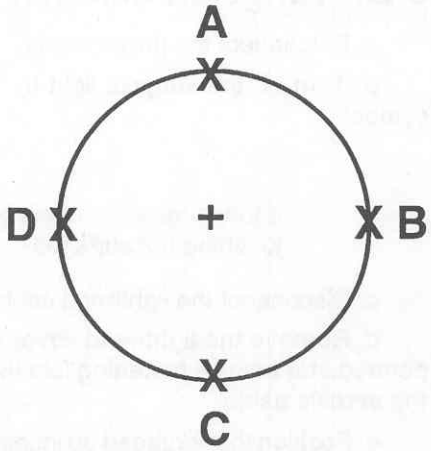

Figure 3-23. Focus measurements.
j. Draw an axis pattern as illustrated in figure 3-23.